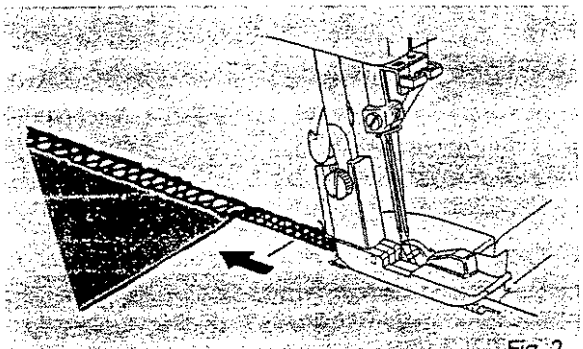

Fig. 2
3. After you reach the end of the fabric, continue sewing for about 5 - 7 cm beyond the end of the fabric at slow speed and trim off with a sharp pair of scissors. (See Figs 2 and 3).